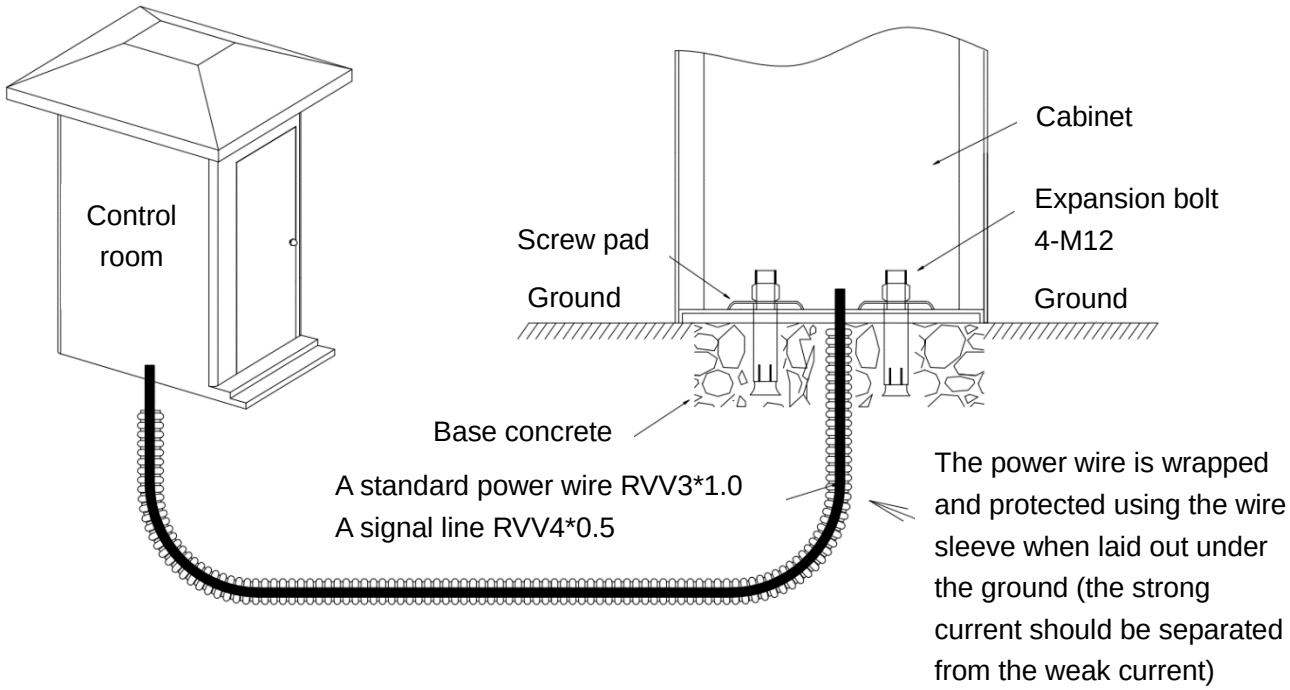

Figure 2-1 Cable embedding
3) Use a tool to open a cable tray on the ground, see figure 2-1.